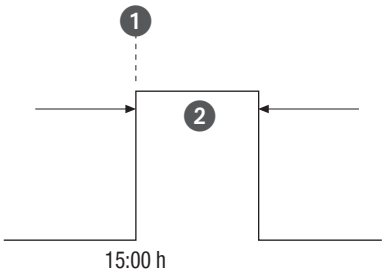

Abb. 31: Impulsschaltung
- (Abb. 31/❶) Startzeit
- (Abb. 31/❷) Dauer = Schaltung EIN